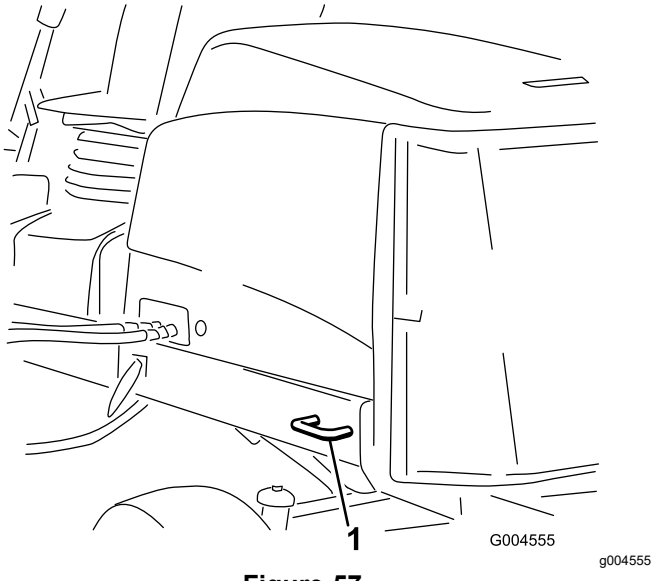

Figure 57
- Rear—each side of the machine on the rear frame (Figure 57)